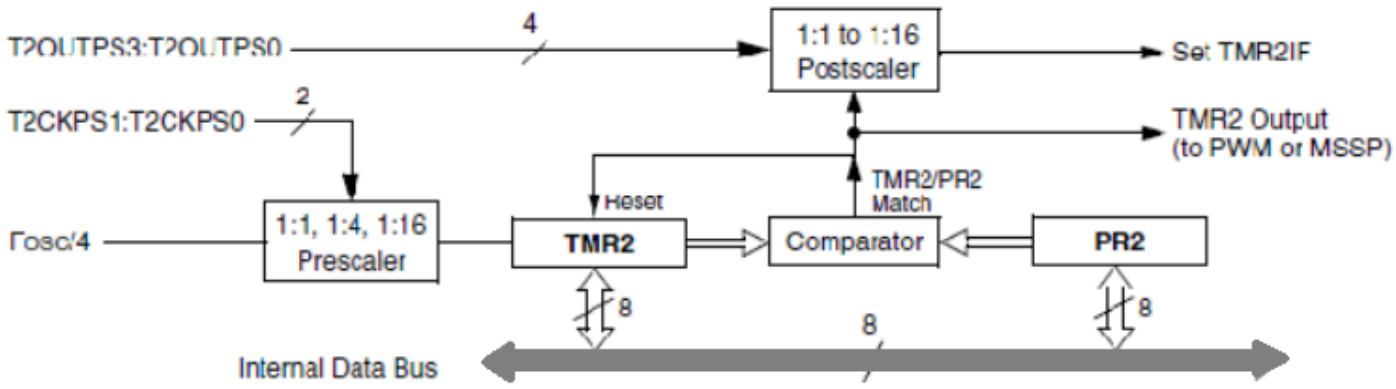

Figure 3. Simplified Block Diagram of Timer2 Module
- Optional use as the shift clock for the MSSP module The module is controlled through the T2CON register which enables or disables the timer and configures the prescaler and Postscaler. Timer2 can be shut off by clearing control bit, TMR2ON (T2CON<2>), to minimize power consumption. A simplified block diagram of the module is shown in Figure 3.